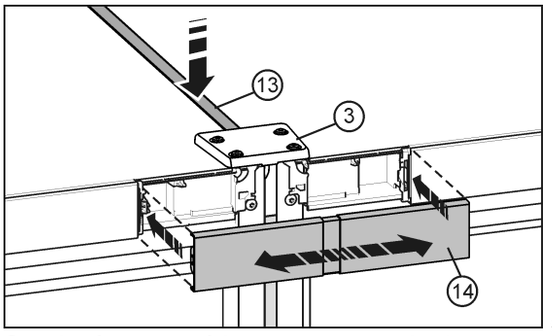

*Fig. 28*
- ▶ Sur la face supérieure, pousser la baguette courte *Fig. 28 (13)* dans la fente. La baguette doit affleurer sur la face avant avec la plaque de jonction *Fig. 28 (3)*.
- ▶ Faire encliqueter le cache *Fig. 28 (14)* sur l'espace encore ouvert des deux caches du panneau de commande. Veiller à ce que les parois extérieures du cache affleurent avec les caches du panneau de commande. A cet effet, le cache est télescopique.